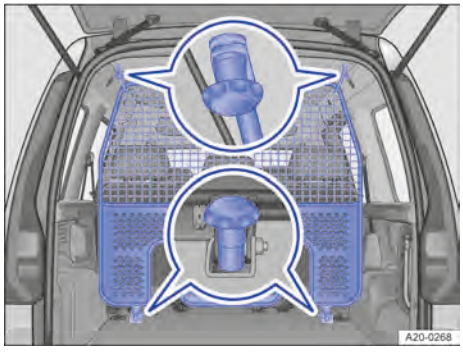

Bilde 136 I lasterommet: Skillegitter bak andre seterad.
3. Skru fast skillegitteret i festene i taket → Bilde 136.
4. Skru fast skillegitteret i de nedre festene → Bilde 136.
3. Skru fast skillegitteret i de fremre festene i taket → Bilde 136.
1. Skru løs skillegitteret fra de nedre festene → Bilde 136.
2. Skru løs skillegitteret fra festene i taket → Bilde 136.